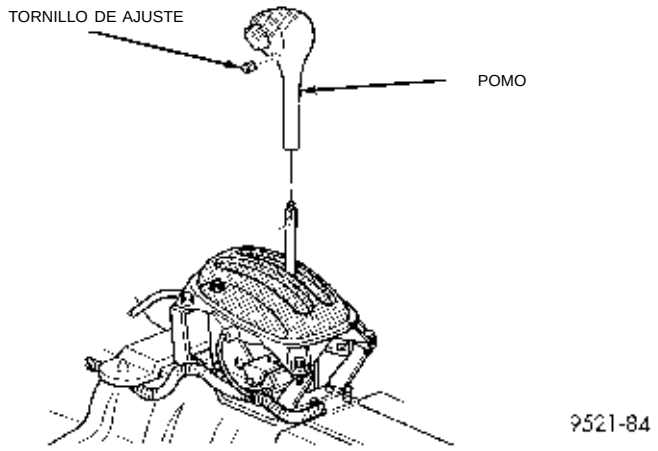

Fig. 13 Empuñadura del cambio de marchas
(1) Retire el conjunto de consola. Desconecte el cable negativo de la batería y aísle. Consulte el Grupo 23, Carrocería.
(2) Retire el tornillo de ajuste del pomo del cambio de marchas y el pomo (Fig. 13).